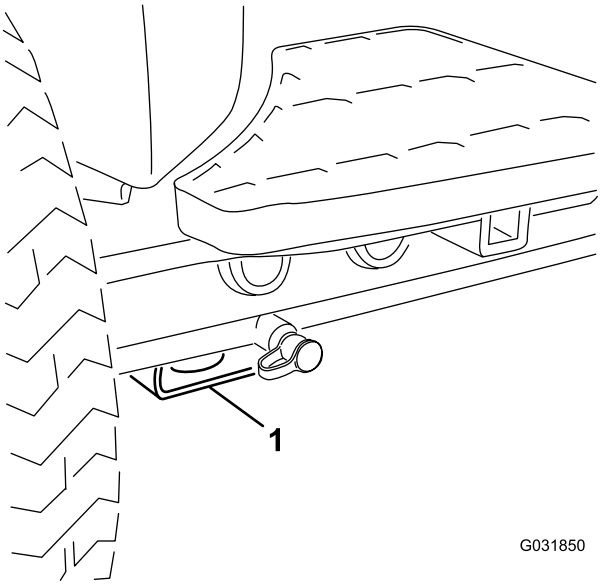

Figur 42
- Fram – fyrkantigt belägg under axelröret inuti båda framdäcken (Figur 42).